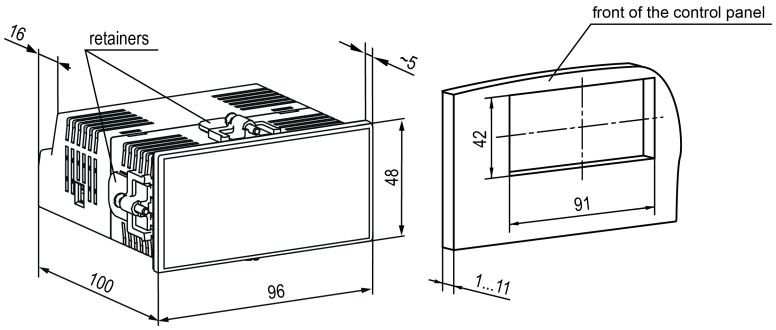

Fig. 4.5 Dimensions of P2 enclosure and mounting cutout
1. Using the supplied cutout template, prepare the mounting cutout in the control panel where the device should be mounted (see *Fig. 4.5*).
The mounting cutout dimensions shown in *Fig. 4.5* are selected to ensure IP54 on the front of the control panel. When preparing the cutout, it is advisable to take into account the features of the tool used.